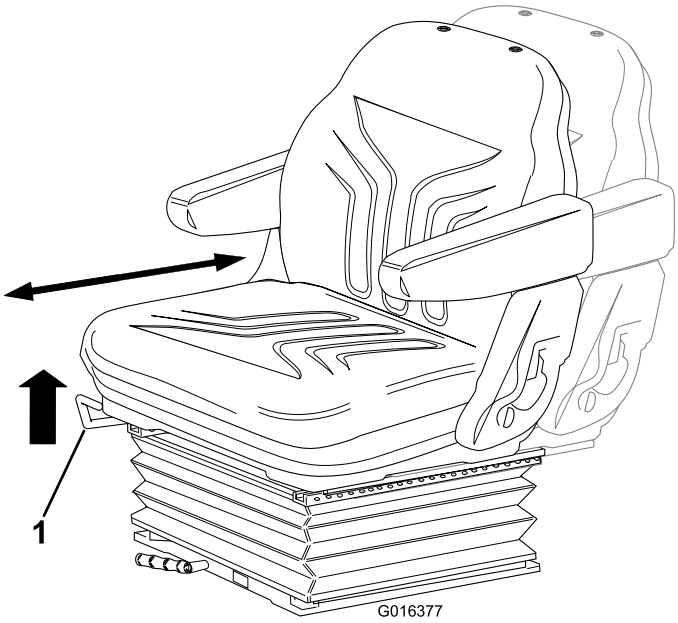

Figur 11
- **Frem-/tilbagejustering:** Flyt grebet opad for at justere sædets frem-/tilbageposition. Slip grebet for at låse sædet på plads (Figur 11).